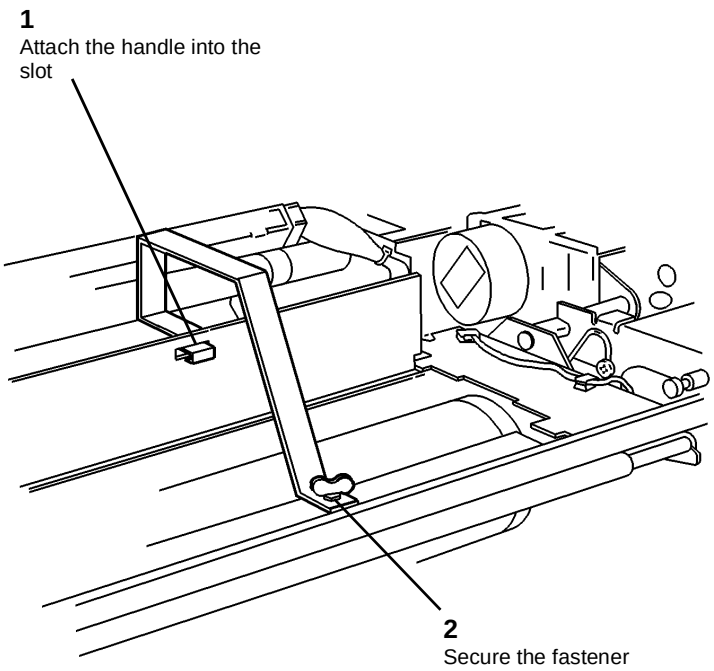

**Figure 2 Installing the Handles (Right Side)**
7. (Figure 2): Install the Handles onto the Left and Right Side of the Xerographic Module.